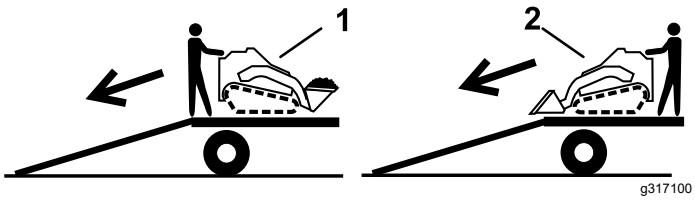

Figura 22
2. Descargue la máquina del remolque por la rampa con el extremo más pesado hacia arriba, y la carga en la posición más baja posible (Figura 22).